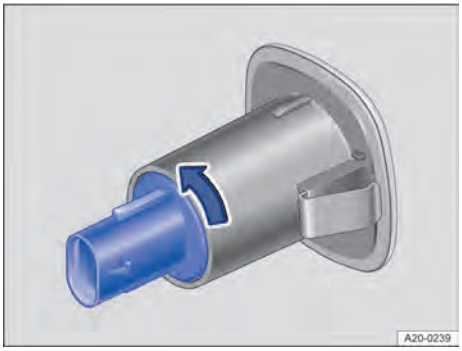

Bilde 175 Skifte lyspære i sideblinklyset.
4. Drei pæreholderen i pilretningen, og trekk lyspæren bakover og ut av huset → Bilde 175.
7. Sett pæreholderen inn i huset, og drei den mot pilretningen til den stopper → Bilde 175.